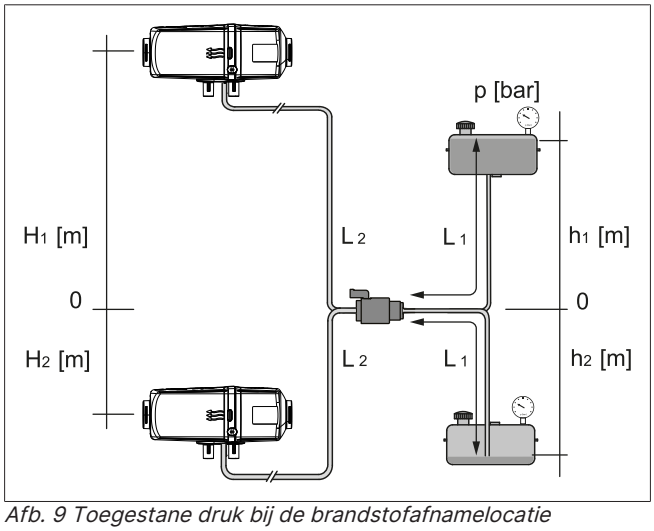

Afb. 9 Toegestane druk bij de brandstofafnamelocatie
- ✓ De druk op het brandstofafnamepunt ligt in het toegestane bereik (zie Afb. 9 en tabellen).